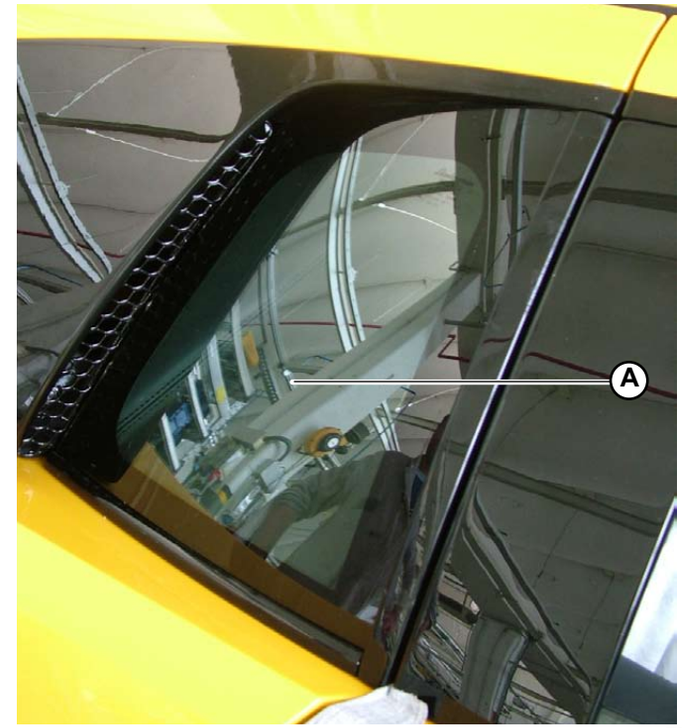

Fig.3
2. Remove the rear side window (**A-Fig.3**).